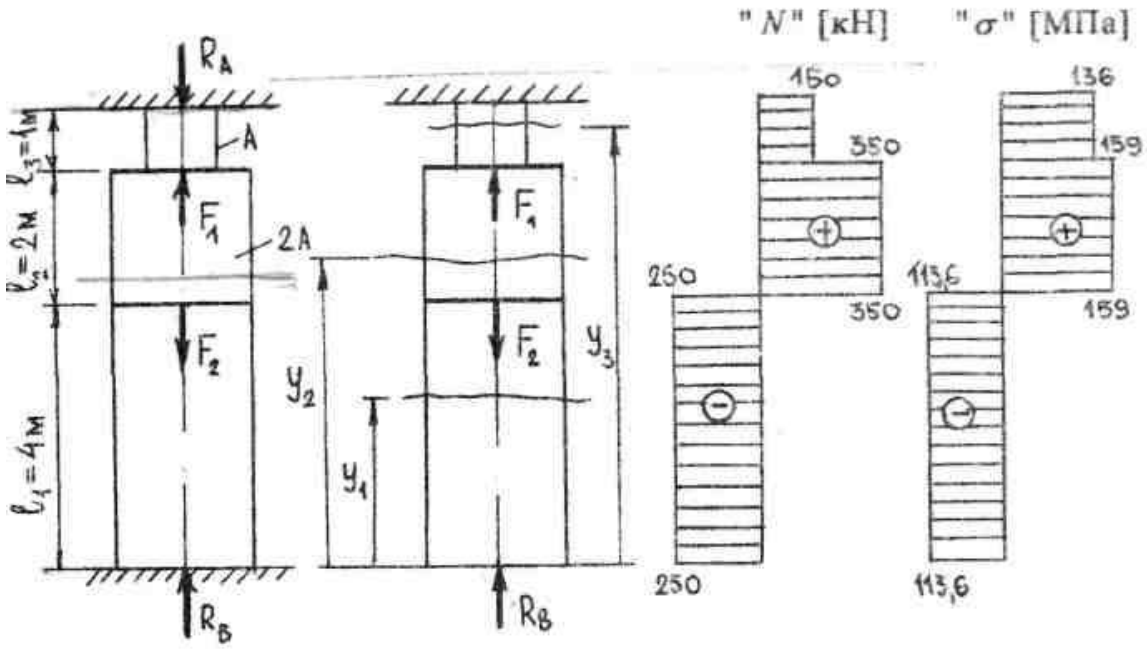

Рис. 3
6. Побудова епюри поздовжніх сил (рис. 3):
8. Побудова епюр нормальних напружень (рис. 3):